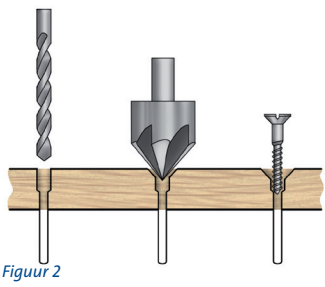

Figuur 2
- Boor schroefgaten in de plaat voor. Gebruik daarvoor een diameter gelijk aan de steelvan de schroef. Vervolgens kunt u met een verzink- of soevereinboor de schroefkop verzinken (zie figuur 2).